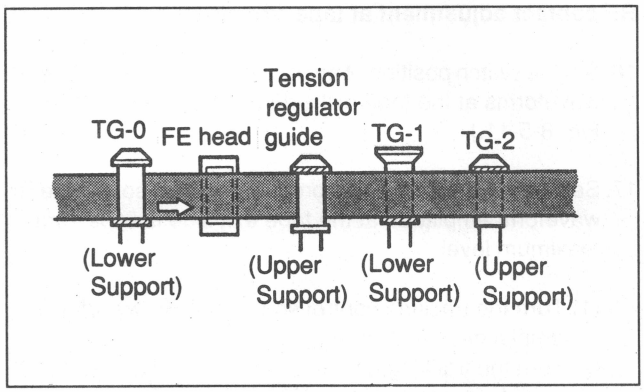

Fig. 8-5-10. After Tape Transport at Entrance Side
13. Loosen the guide flange of the TG-1 guide. Curl the tape once in the lower flange (to the extent that the RF waveform at the entrance side changes), tighten the guide flange of the TG-1 guide again, then adjust the guide flange to the position where the tape does not curl at all (the RF waveform at the entrance side returns to the former level). (Refer to Fig. 8-5-10). After adjustment is completed, fix the guide flange.